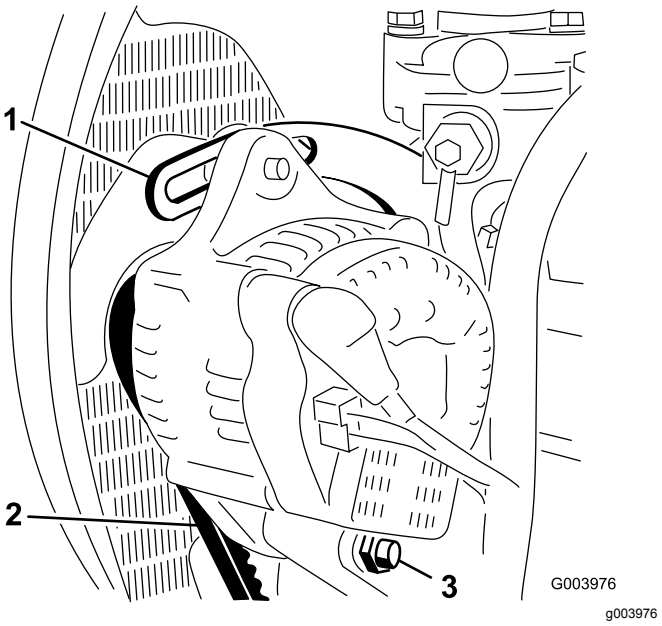

Figuur 68
2. Controleer de spanning van de riem door deze (Figuur 68) midden tussen poelies van de wisselstroomdynamo en de krukas in te drukken met een kracht van 10 kg.
3. Draai de bout los waarmee de beugel is bevestigd aan de motor (Figuur 68), alsmede de bout waarmee de wisselstroomdynamo is bevestigd aan de beugel en de ankerbout.